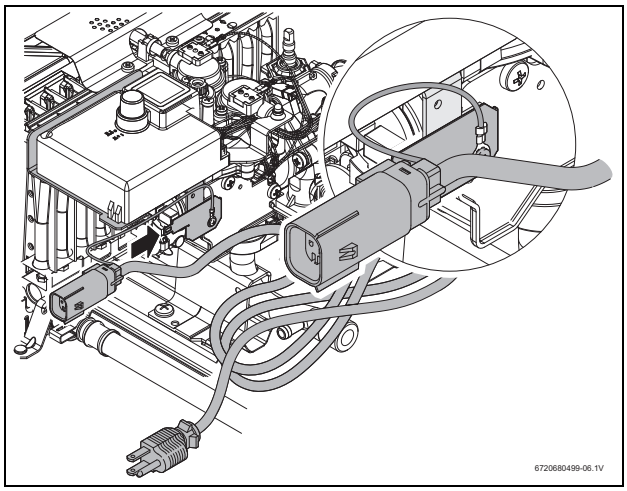

Fig. 3
- ▸ **2.** Attach the male connector to the support, as shown in Fig. 3.